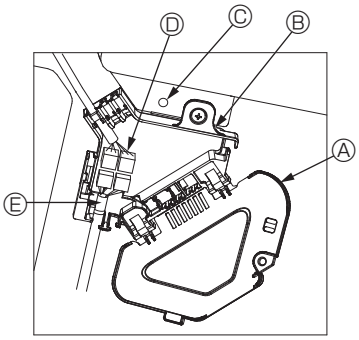

Fig. 10-8
① Retirez la vis de fixation du couvercle de la boîte de raccordement, puis ouvrez le couvercle.
② Branchez correctement le connecteur du fil de jonction du moteur des ailettes et le connecteur du fil du moteur des ailettes du panneau dans la boîte de raccordement. (Fig. 10-8)